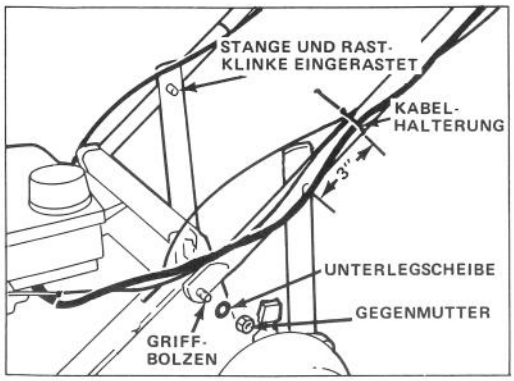

Bild 1
1. Die Enden der Griffstangen auseinanderpressen und auf die Griffbolzen des Mähergehäuses schieben (Bild 1).
2. Die Griffestange an beiden Seiten mit Unterlegscheibe und Gegenmutter an den Griffbolzen befestigen (Bild 1).
3. Rastklinken an die Innenseite der Stangen anlegen, Stangen hoch oder niederschieben, bis die Griffbolzen in das mittlere Loch auf bieden Klinken einrasten (Bild. 1).